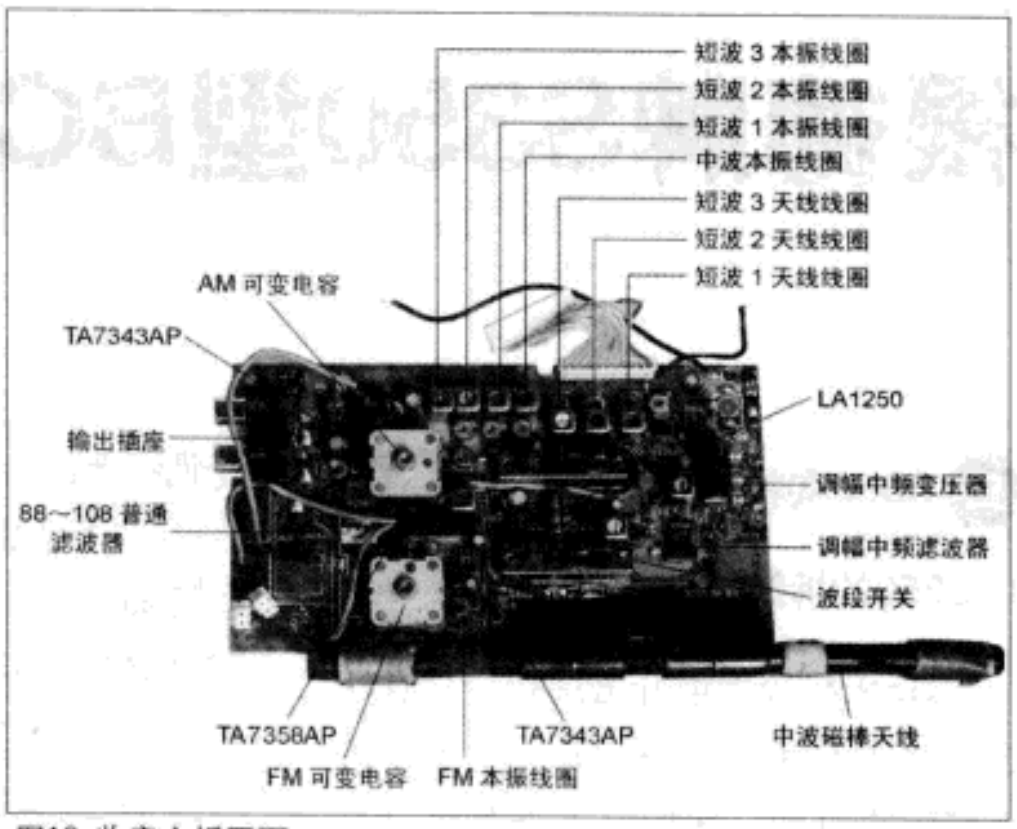
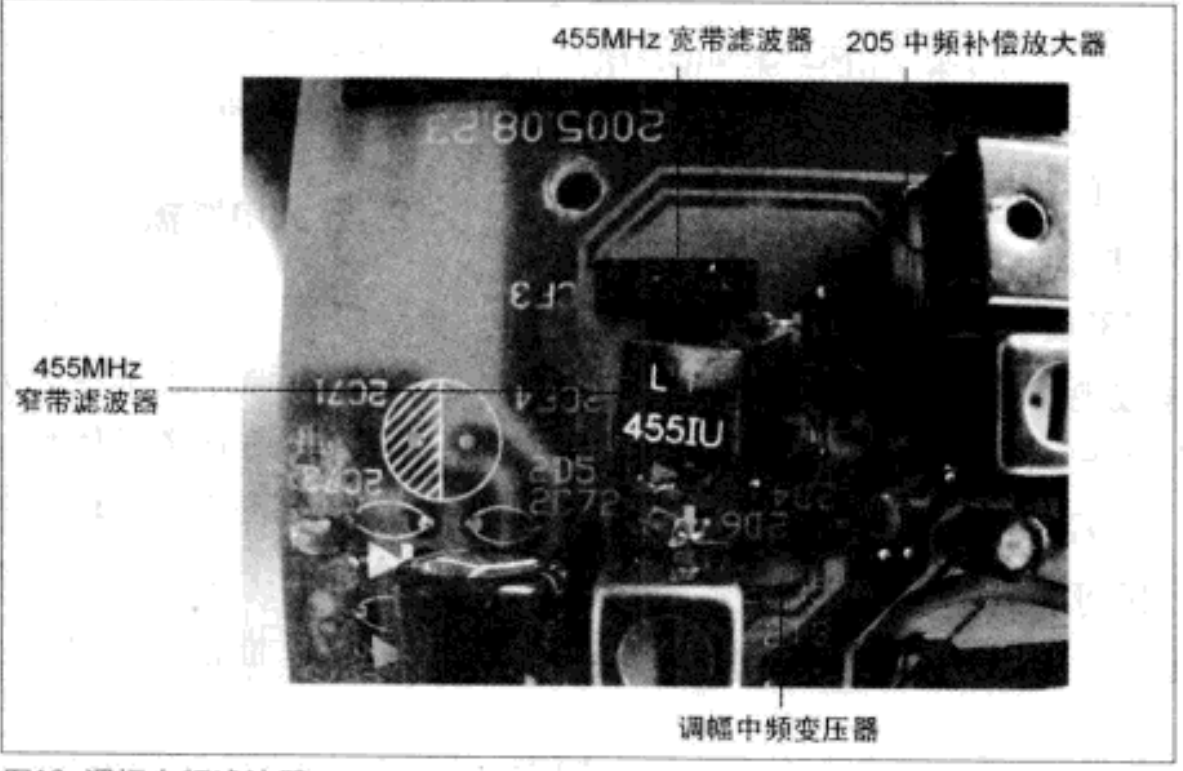

图10 收音主板正面
图12 调幅中频滤波器
(2) 收音主板：收音主板元件多，电路工作时信号复杂，因此收音主板的电路板设计非常重要，合理的布件能直接提高收音机的工作性能。S350 收音主板也是采用双面板两面布线，LA1260 布置在两只波段选择开关之间，巧妙地利用两个波段开关的外壳进行屏蔽，有利于提高 LA1260 的稳定性，具体分解的电路板如图 10~ 图 12 所示。
(3) 音频板：音频板为单面板，